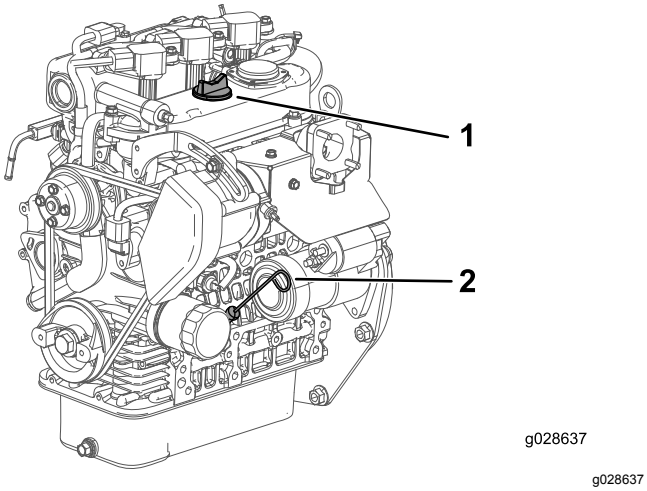

Rysunek 16
2. Wyciągnij wskaźnik poziomu i przetrzyj go czystą szmatką (Rysunek 16).
3. Wsuń wskaźnik poziomu do rurki i upewnij się, że jest wsunięty do końca (Rysunek 16).
4. Wyjmij wskaźnik poziomu i sprawdź poziom oleju (Rysunek 16).
5. Jeżeli poziom oleju jest niski, odkręć korek wlewu (Rysunek 16) i wlej taką ilość oleju, aby poziom na wskaźniku poziomu sięgał oznaczenia „Pełny”.
6. Wsuń wskaźnik poziomu do oporu w swoje miejsce (Rysunek 16).